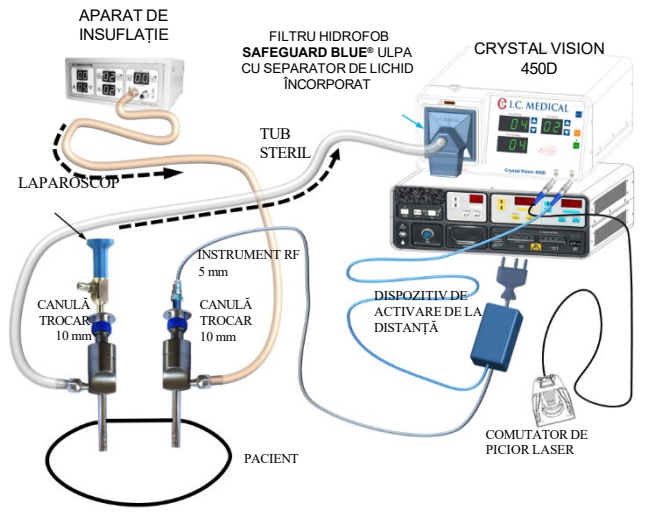

Figura 19: Setare pentru laparoscopie în cazul utilizării ESU și a unității Crystal Vision
5. D EBITUL insuflatorului trebuie s ă f ie s etat l a valoarea maximă, iar presiunea trebuie setată conform necesității chirurgului. Consultați Figura 19.